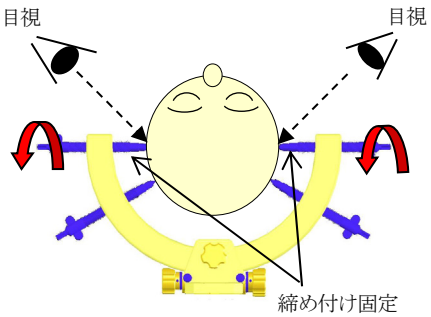

図4
(3) 最後に仮止めしていたチタンヘッドピンを1/4～1/2程回転させ、更なる締め付けをしてください。(図 4) チタンヘッドピンによる過度の締め付けは、頭蓋骨の割れ・陥没・貫通、また、皮膚の裂傷等の恐れがあるので。チタンヘッドピンの締め付けは注意して行ってください。